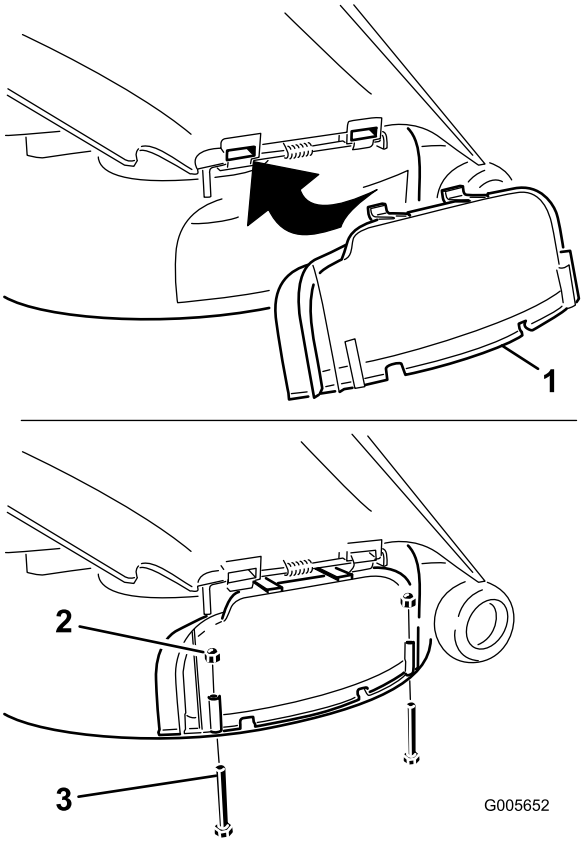

Figur 27
4. Løft gressavlederen, og skyv tappene på toppen av utslippsdekselet inn under gressavlederens låsestag. Roter utslippsdekselet ned over åpningen, og på nedre kant av gressklipperen (Figur 27).
5. Fest utslippsdekselet til nedre kant av gressklipperen med to bolter (1/4 x 2-1/2 tommer) og to rundmuttere (1/4 tomme) som vist i Figur 27.